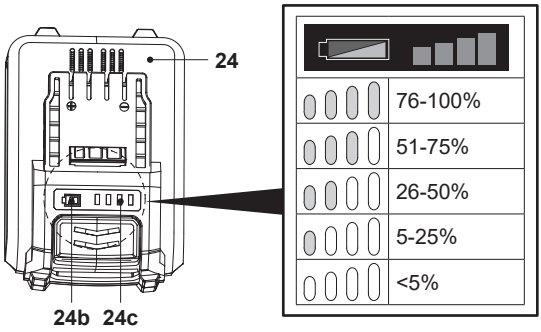

**Fig. 10**
La batería (24) está equipada con indicadores de capacidad de la batería (24c) que se utilizan para señalar la capacidad restante de la batería. Pulse el botón de capacidad (24b) para comprobar la capacidad de la batería (Fig. 10). Los LED permanecerán encendidos durante aproximadamente 3 segundos.